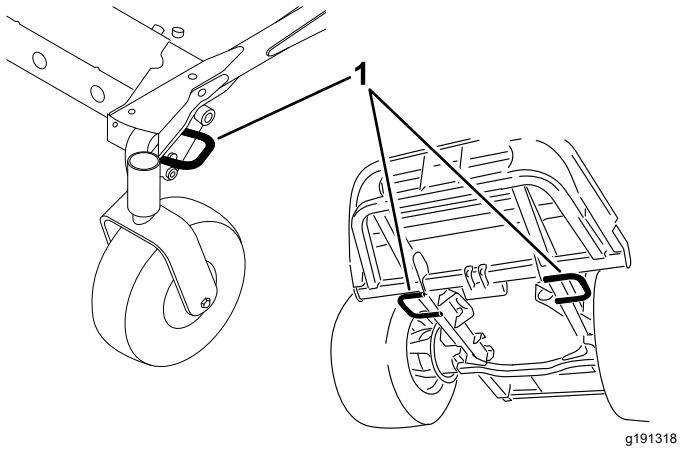

Figur 28
5. Använd fästöglorna på maskinen för att säkra den på släpvagnen eller lastbilen med hjälp av spännband, kedjor, vajrar eller rep (Figur 28).